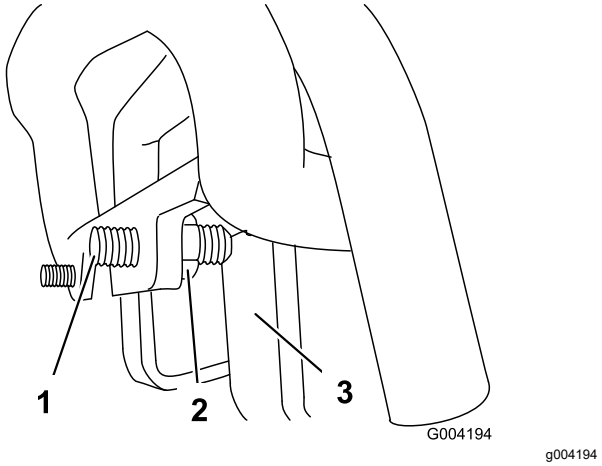

**Figuur 56**
3. Als de tractie-eenheid naar **links** afwijkt, draai dan de **rechter** contramoer los en stel de stelschroef op de voorzijde van de tractiebediening af (Figuur 56).
4. Als de tractie-eenheid naar **rechts** afwijkt, draai dan de **linker** contramoer los en stel de stelschroef op de voorzijde van de tractiebediening af (Figuur 56).